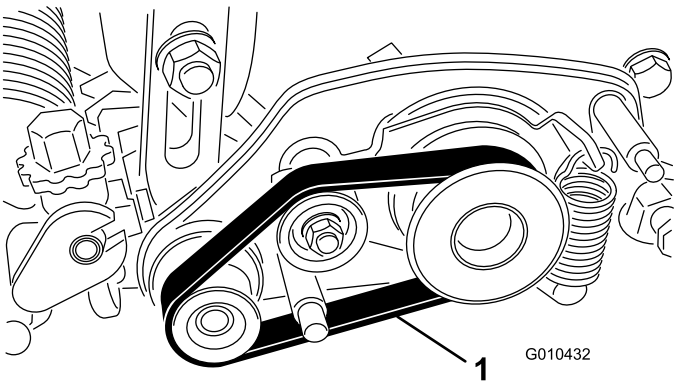

Figura 18
2. Inserite la cinghia sulla puleggia condotta, sulla puleggia tendicinghia e sul gruppo della puleggia, come mostrato nella Figura 18.